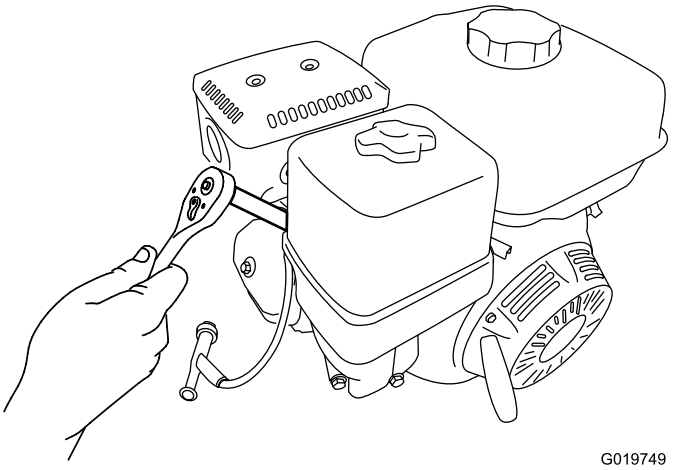

Figure 56
5. Rotate the spark plug counterclockwise using a 20 mm (13/16 inch) spark-plug wrench to remove the plug and the sealing washer (Figure 56).
2. Rotate spark plug clockwise using a 20 mm (13/16 inch) spark-plug wrench until the plug and sealing washer are seated (Figure 56).